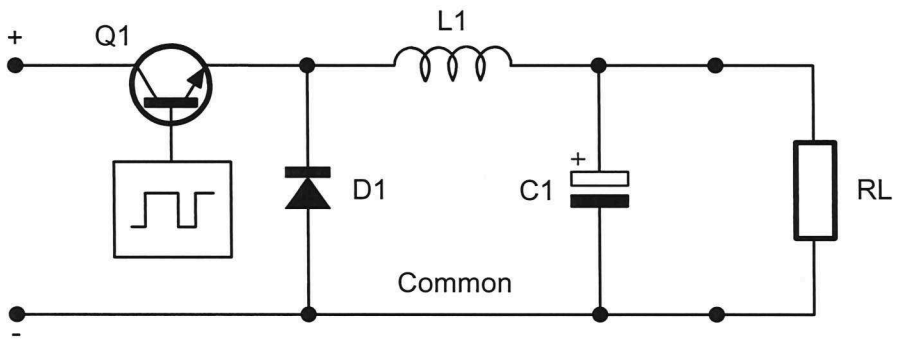

Figure 3
Questions 20 to 23 refer to the circuit in Figure 3 below
22. Show on Figure 3 the currents around the circuit when the switching transistor is turned on.
23. Use a different coloured pen to show on Figure 3 the currents around the circuit when the switching transistor is turned off.